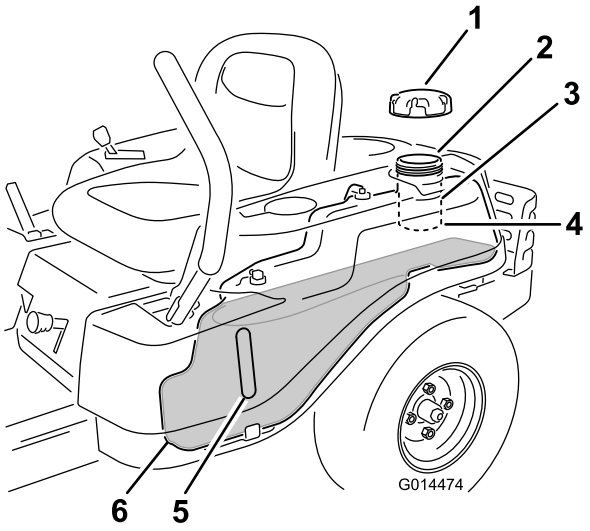

Figur 9
Obs: Du kan använda bränslefönstret för att kontrollera om det finns bensin innan du fyller på tanken (Figur 9).
2. Tillsätt **långsamt** blyfri regularbensin tills bränslet når påfyllningsrörets nedersta del (Figur 9).